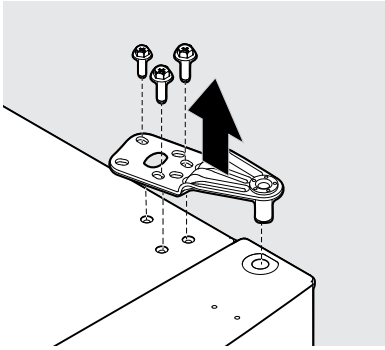

Figura 1
2. Retire los 3 tornillos de la bisagra superior con un destornillador Phillips™ o una llave de 5/16”. Deje la bisagra y los tornillos a un lado (consulte la Figura 1).